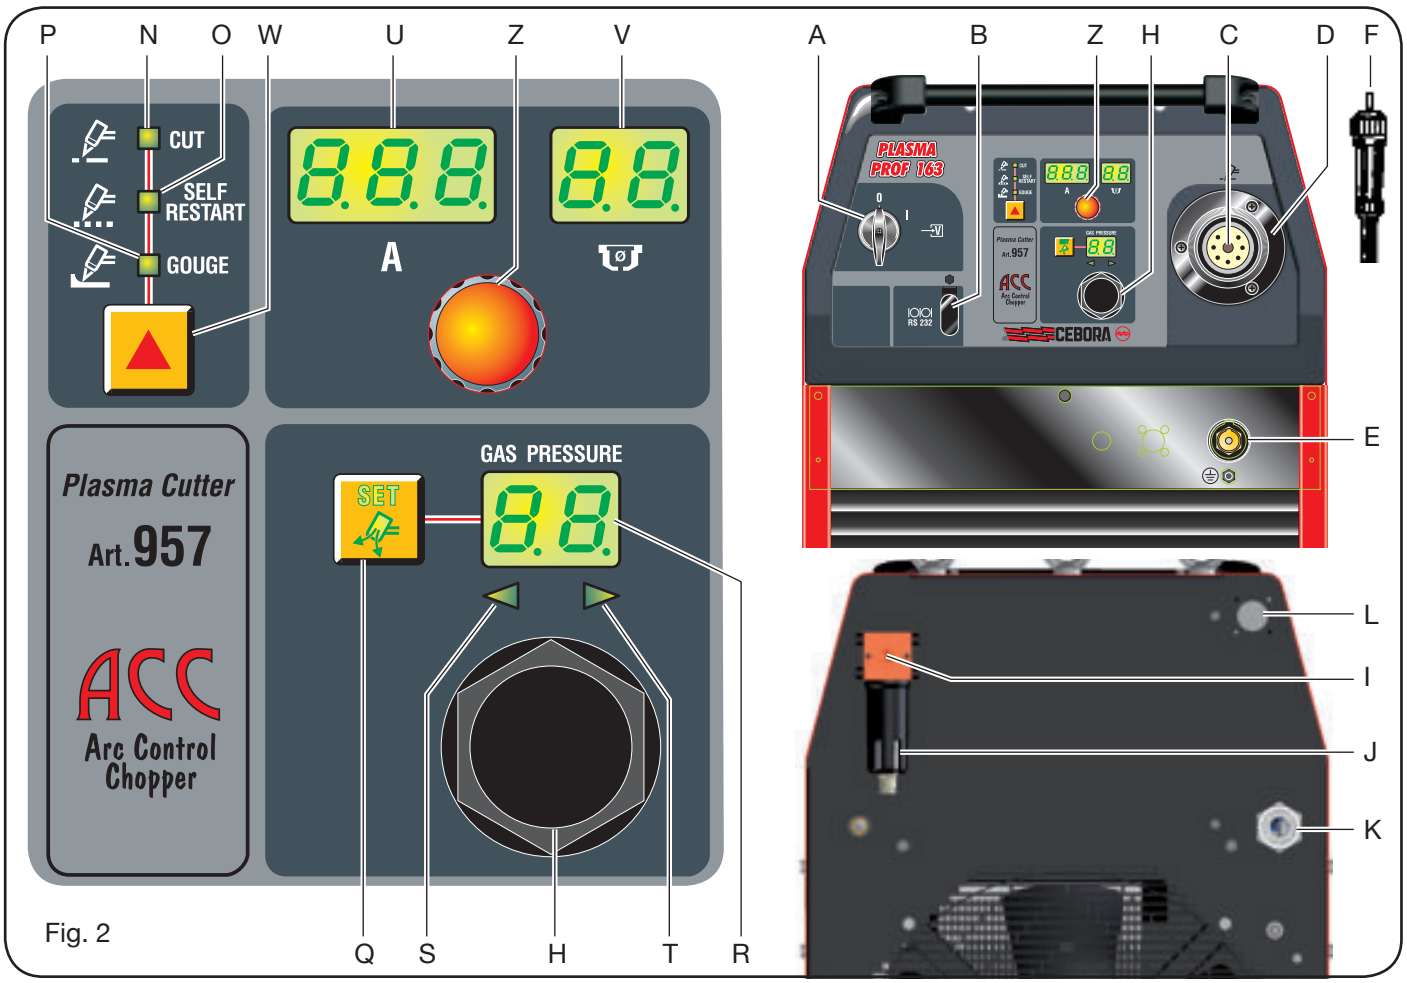

Fig. 2
2.2 DESCRIZIONE DELL'APPARECCHIO (fig. 2)
b) In caso di un collegamento con spina, usarne una di capacità in accordo con i dati di targa. In questo caso la spina deve essere usata per scollegare completamente la macchina dalla rete, dopo aver posizionato su "O" l'interruttore **A** (fig. 2).